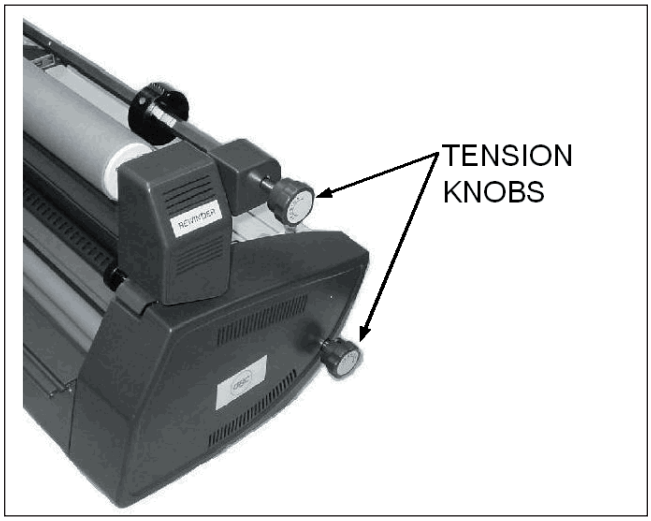

Fig. 26
1. The machine is equipped with external tension knobs located on the left side, (Fig 26). Turning the knobs clockwise increases the tension while counterclockwise decrease the tension.